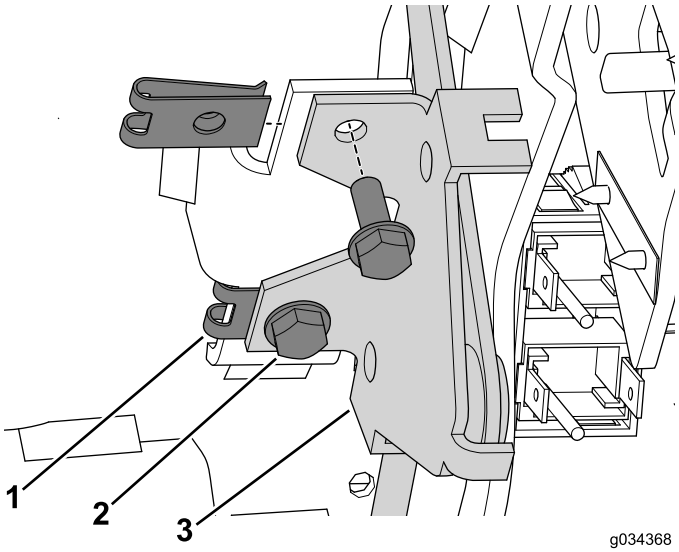

Рисунок 19
3. Установите гайки из листового металла на крепление узла консоли Рисунок 19.
4. Прикрепите рычаг воздушной заслонки в сборе к консоли с помощью двух болтов (№ 10 x 1/2 дюйма) (Рисунок 19).